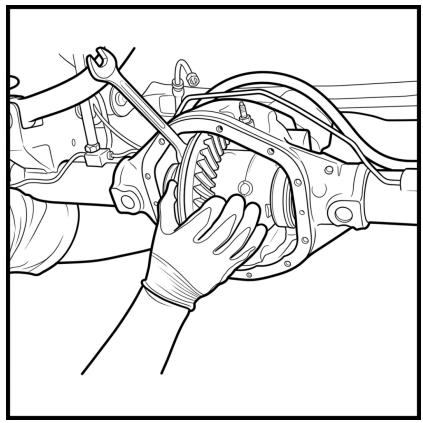

Рис. 8
1.13 Наденьте ключ на один из болтов ведомой шестерни и используйте его как рычаг. Поворачивая фланец карданного вала, уприте рукоятку ключа в край картера. При дальнейшем вращении фланца дифференциал начнёт постепенно выходить из посадочных мест. (**Рис. 8**)